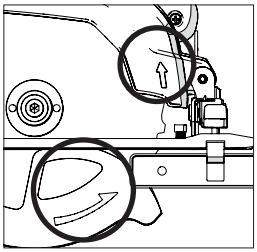

Рис. 6
- Стрелки направления вращения, напечатанные на лезвии, должны соответствовать стрелкам направления вращения, расположенным на ограждениях верхней и нижней части диска. **(Рис. 6)**